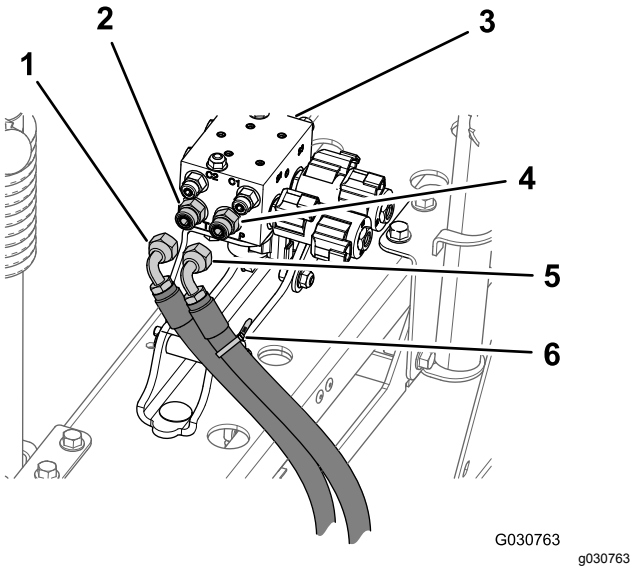

Figur 75
1. Ved port P på bomløftemanifolden markeres trykhydraulikslangen med et kabelbånd (Figur 75).
2. Frakobl hydrauliktryk og returslanger fra bomløftemanifolden (Figur 75).